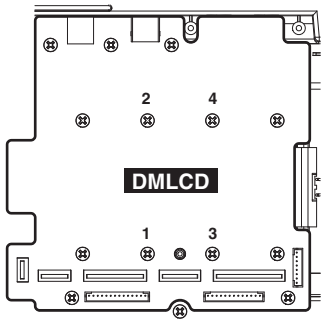

Fig. 4（図4）
* ***When installing the DMLCD circuit board, tighten the screws 1 through 4 in that order as shown in Fig 4 and then the remaining screws. (Fig. 4) If the DMLCD circuit board is replaced, execute the "Factory Set" in the test program.***
※ **DMLCD シートを取り付けるときは、図 4 の番号 1 ～ 4 の順にネジを締めてからほかのネジを締めてください。(図 4) また、DMLCD シートを交換した場合は、テストプログラムの“Factory Set”を実行してください。**